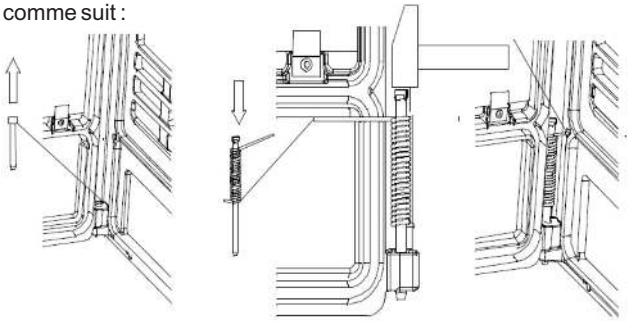

Figure 1
- Ouvrez la porte, retirez le boulon de la charnière inférieure, retirez la porte et insérez la goupille avec le ressort en position de précontrainte (voir Figure 1). Réinsérez la porte sur le boulon supérieur, insérez l'extrémité la plus longue du ressort dans le trou du cadre avant et installez la goupille dans l'œil inférieur du cadre avant (103).